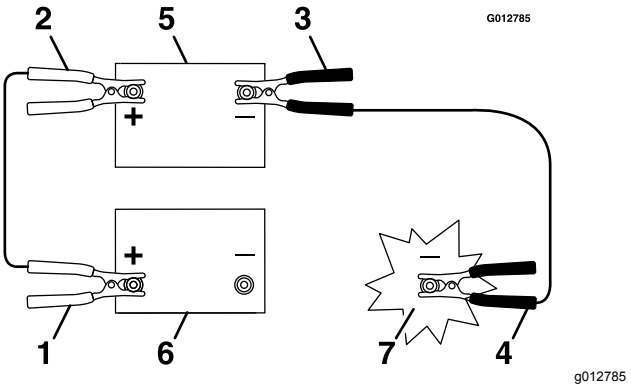

Figur 50
3. Anslut pluskabeln (+) till pluspolen (+) på det urladdade batteriet som är anslutet till startmotorn eller elektromagneten enligt Figur 50.